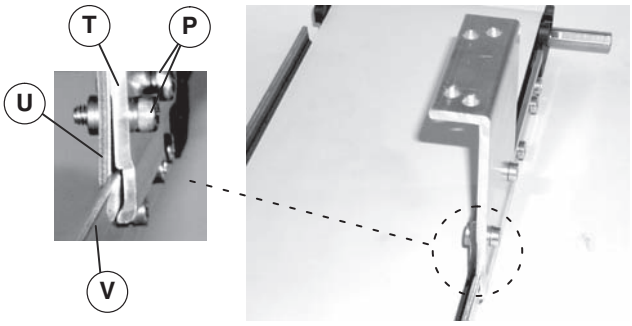

Figure 9
3. Attach stand mounting bracket (Figure 9, item T) to bottom of conveyor (V). Snug-up screws (P).